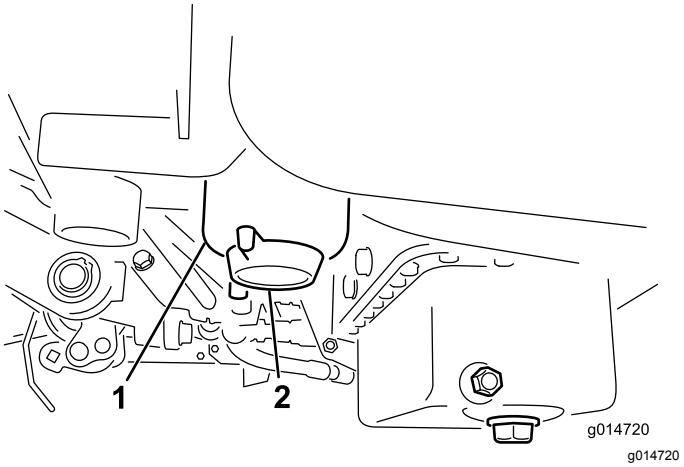

Figur 30
2. Rengör området där filterskålen ska monteras (Figur 30).
4. Öppna filtrets avtappningsplugg (Figur 30).